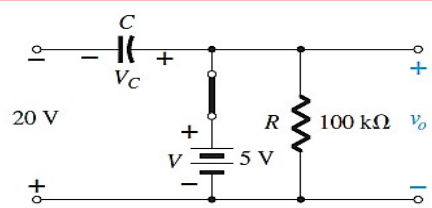

Fig. 1.2 : Determining V_o and V_C with the diode in the "on" state.
Step 1: For *t1→ t2 of the* v_i since the diode is in its short-circuit state. The network appears as shown in Fig. 1.2 .